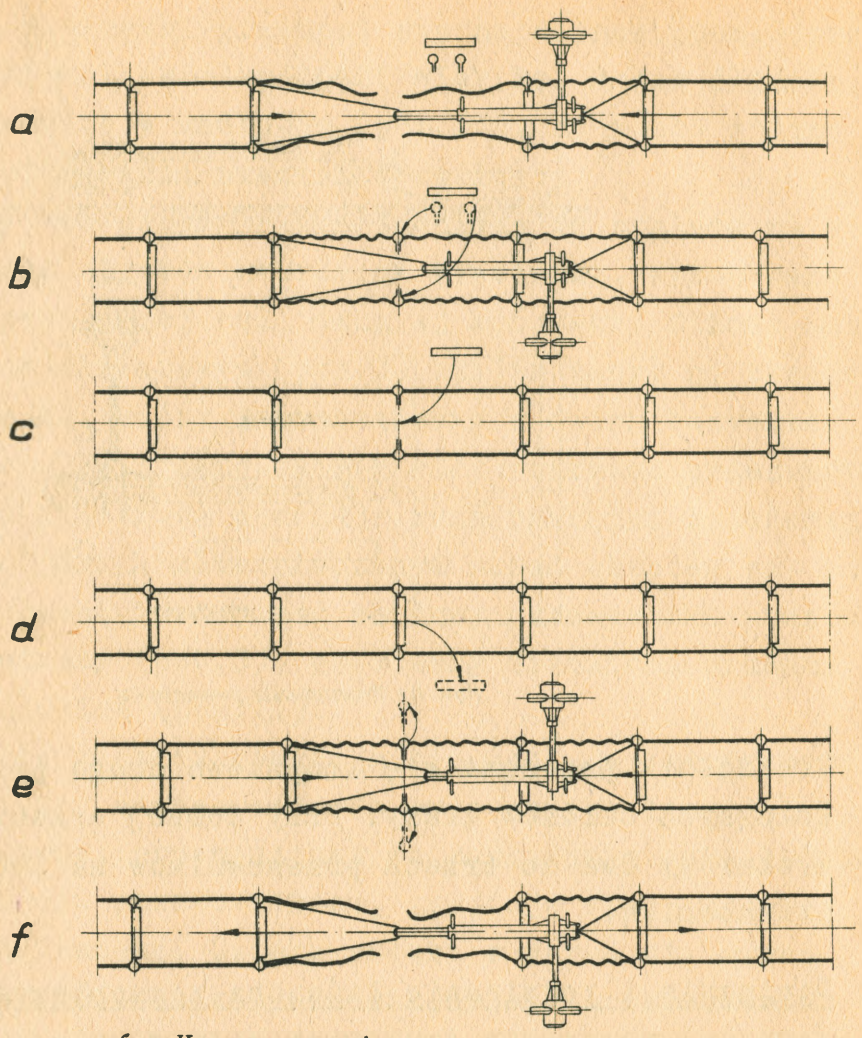

Rys.2
5.2. Napinanie i rozpinanie łańcucha zgrzebłowego w przenośnikach bez napinaczy śrubowych jest w kolejnych fazach pokazane na rys.2.